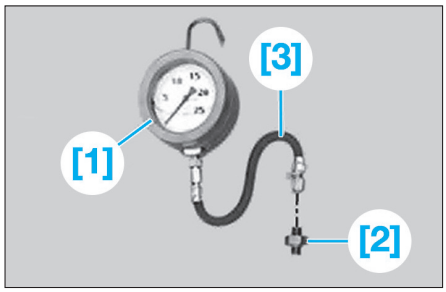

Fig. 39
• Monter l'outil [2] avec un joint à la place du manocontact de pression d'huile **(Fig.39)**.